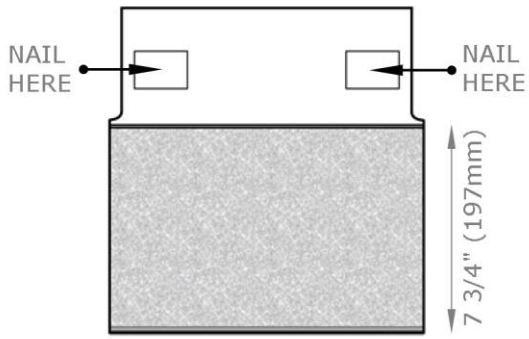

FIGURE 19 - Hip & Ridge
- Attach using two fasteners, a minimum of ***1 3/4" (44mm)*** in length. Nails must penetrate a minimum ***3/4" (19mm)*** into the roof deck or ***1/8″ (3.2mm)*** through the roof deck. Install nails ***1″ (25mm)*** from the edge of the shingle in the nailing zone indicated on each shingle. See **Figure 19**.